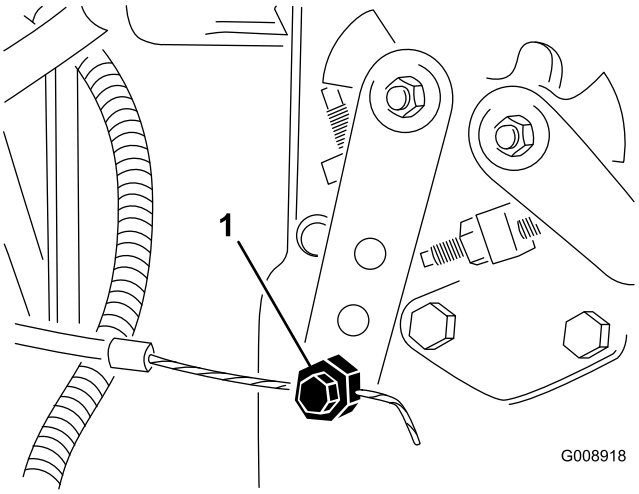

Figuur 57
2. Maak de klem van de gaskabel op de hefboomarm van de injectiepomp los (Figuur 57).